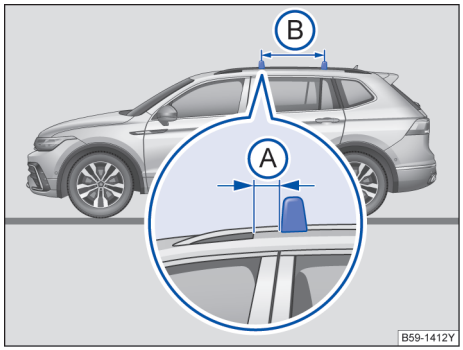

图 205 配备车顶行李架基架的汽车：行李架杆的固定点
行李架杆安装在车顶行李架基架上。同时前行李架杆与前车顶行李架脚→ 图 205 Ⓐ 之间的距离为 3～6 cm。行李架杆的相互距离 Ⓑ 应大约为 75 cm。
- 行李架杆只能安装在平行箭头→ 图 205 Ⓑ 之间。